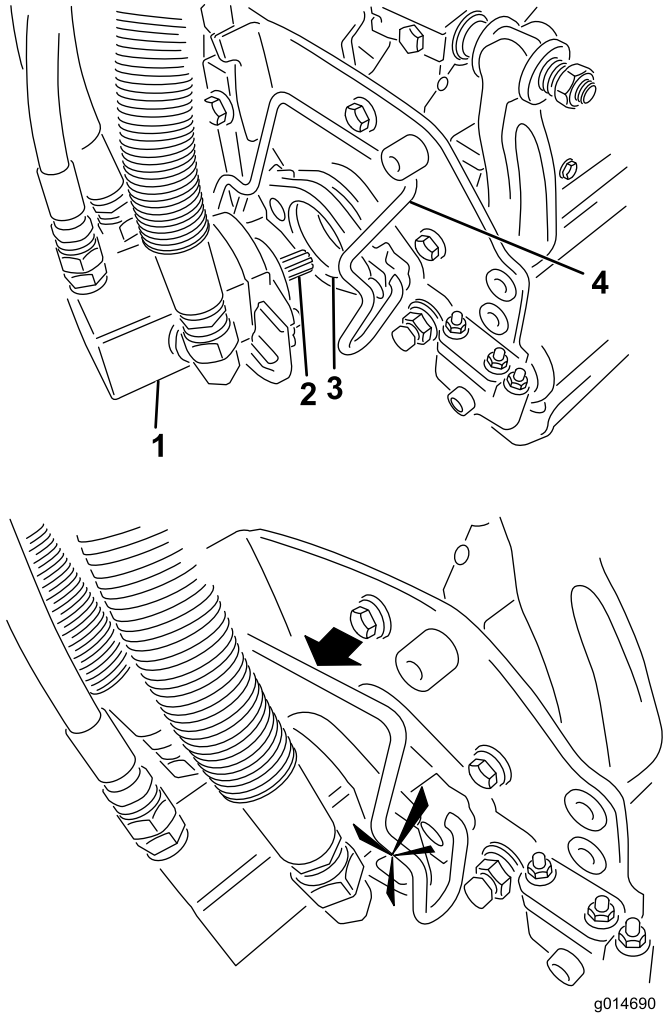

Figuur 32
5. Smeer schoon vet op de sleufas van de motor van het maaidek (Figuur 32).
6. Steek de motor in de linkerkant van het maaidek (gezien vanuit de bestuurdersstoel) en trek de motorbevestigingsstang op het maaidek in de richting van de motor totdat u aan beide kanten een klik hoort (Figuur 32).